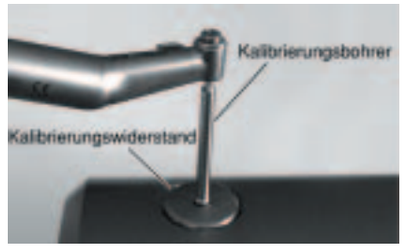

Abb. 22
⑤ Wenn die Kalibrierung erfolgreich abgeschlossen ist, erscheint der Begriff „donE" auf dem Bildschirm. Wenn der Vorgang fehlgeschlagen ist, erscheint „FAILN." Daraufhin gelangt man durch erneute Betätigung der Taste [System] in das vorhergehende Menü, von wo aus ein wiederholter Versuch möglich ist. Bei erfolgreicher Kalibrierung wechselt das Programm automatisch zur nächsten Stufe, nachdem „donE" angezeigt wurde.
⑥ Wenn die Kalibrierung ohne Widerstand erfolgreich ist, wird automatisch die Kalibrierung mit Widerstand aktiviert und „CAL 19.6N-cm" angezeigt.
⑦ Führen Sie den Kalibrierungsbohrer in das Hexagom des Kalibrierungswiderstandes ein. Drücken Sie die [System] S-Taste und halten Sie den Bohrer währenddessen senkrecht (Abb. 22). Nach dem Signalton beginnt die Kalibrierung automatisch. Der gleiche Vorgang wie bei dem Vorhergehenden wird auf die Erfolgs- und Fehleranzeige angewendet und führt automatisch zum nächsten Prozess.